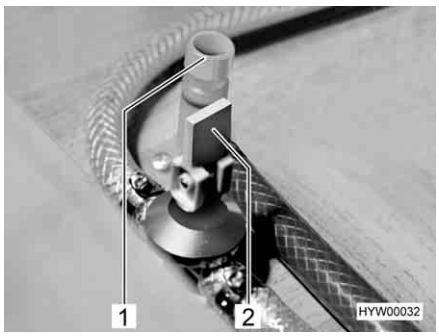

Fig. 132 Drain cocks for Truma boiler
- Close all boiler drain cocks. To do this, position the rocking lever (Fig. 132,2) horizontally or turn the cap (Fig. 132,1) in a clockwise direction.
- Open all boiler drain cocks. To do this, position the rocking lever (Fig. 132,2) vertically or turn the cap (Fig. 132,1) in an anticlockwise direction.